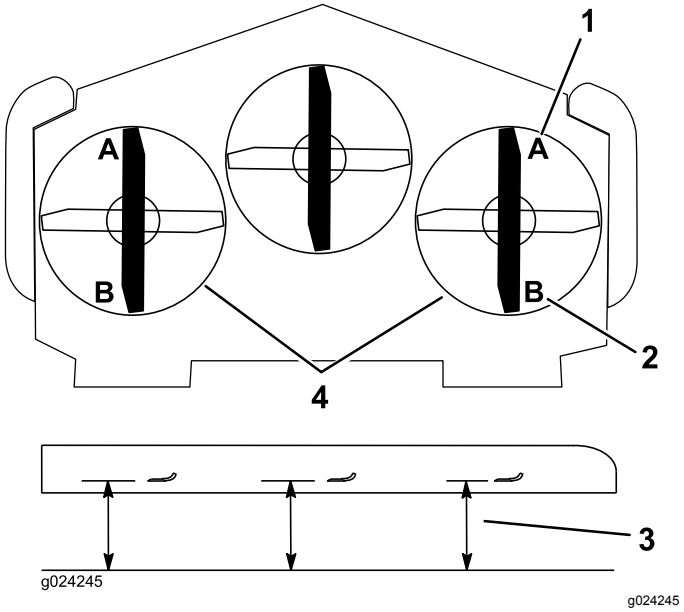

Figur 85
8. Mål fra den plane overflade til skæreknivens forreste spids (position A) på begge sider af skjoldet som vist i (Figur 85).
13. Mål fra den plane overflade til skæreknivens bageste spids på begge sider af skjoldet (position B) som vist i Figur 85.